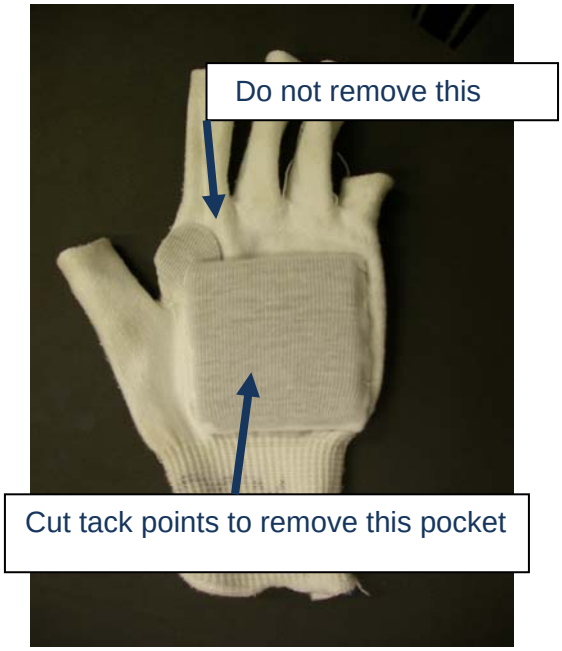

Figure 1. – Comfort Glove
2. Cut six tack points to remove square pocket and pad from comfort glove. Cut pocket and remove inner pad. Refer to Figure 1.